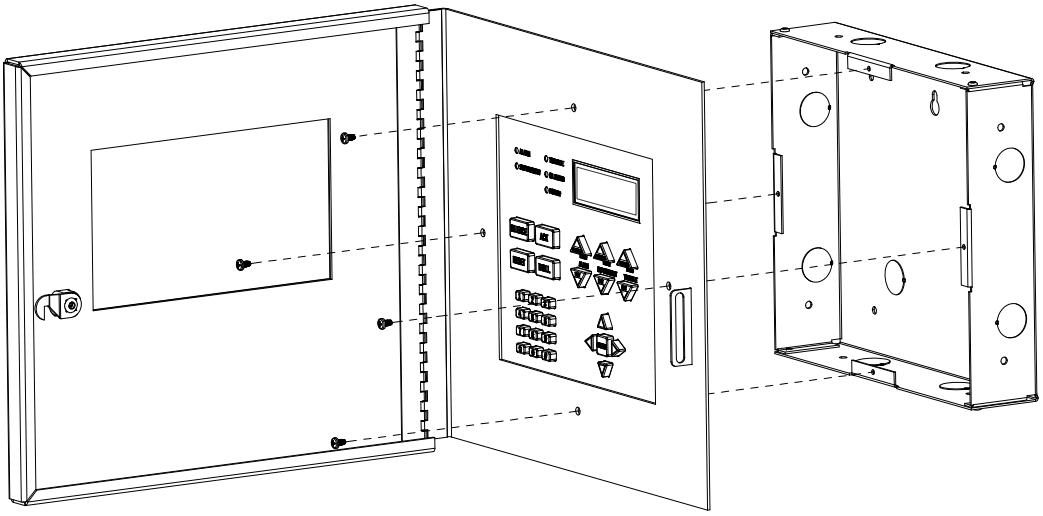

Figure 4.13 Attaching Annunciator/Door Assembly to Backbox
9. Attach the door assembly to the backbox using the screws provided. Refer to Figure 4.13.